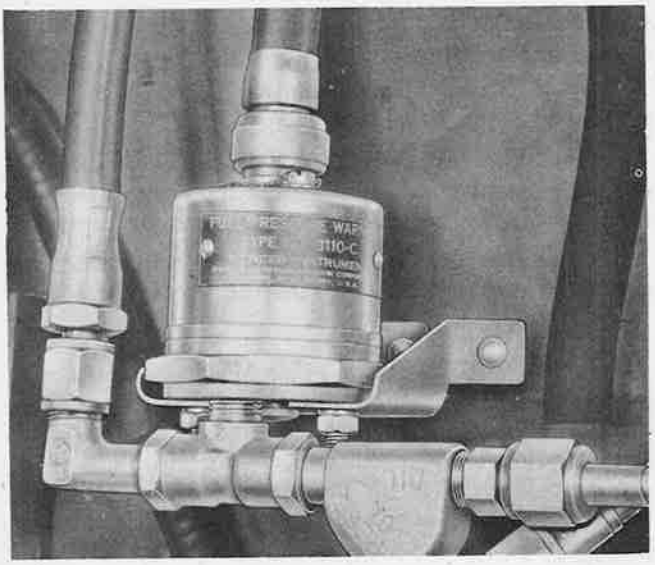

Figure 457—Fuel Pressure Warning Switch Installed
2. FUEL PRESSURE WARNING LAMPS.—Two Korry 103-A-RED fuel pressure warning lamps, using AN3121-1816 bulbs, one for each engine fuel system, are installed on the right-hand side of the instrument panel (figure 308), above the fuel pressure indicators. Each lamp is controlled by operation of a Pioneer 3110 switch (figure 457) installed in the center of the forward side of each fire wall. The switch is installed in the fuel pressure indicator line and operates